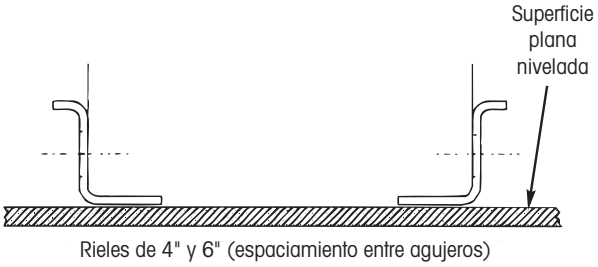

Figura 71. Posición del riel del deslizable
1. Coloque ambos rieles del deslizable boca abajo (el patín más largo apuntando hacia abajo) en una superficie nivelada, apartadas aproximadamente el ancho del cuadro deslizable (Figura 71). Es importante que la superficie este nivelada para evitar la posibilidad de rieles no paralelos (tanto horizontal como verticalmente).